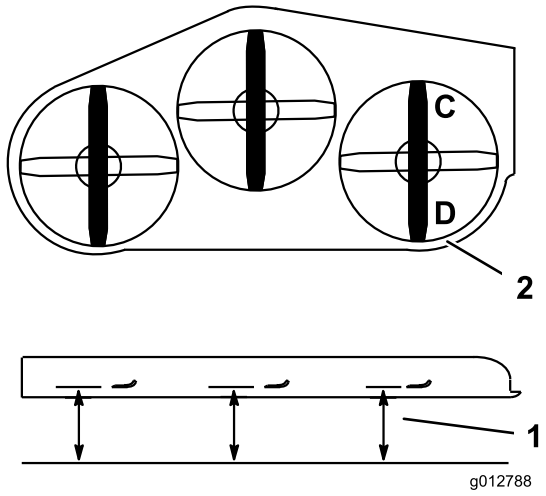

Figur 87
1. Placer højre kniv på langs (Figur 87).
2. Mål den højre kniv ved punktet **C** fra en plan overflade til knivspidsens skarpe kant, og noter dette tal ned (Figur 87).
3. Mål den højre kniv ved punktet **D** fra en plan overflade til knivspidsens skarpe kant, og noter dette tal ned (Figur 87).
4. Plæneklipperens skærekniv skal være 6 til 10 mm lavere ved punkt **C** end ved punkt **D** (Figur 87). Hvis det ikke er korrekt, skal du gøre følgende: